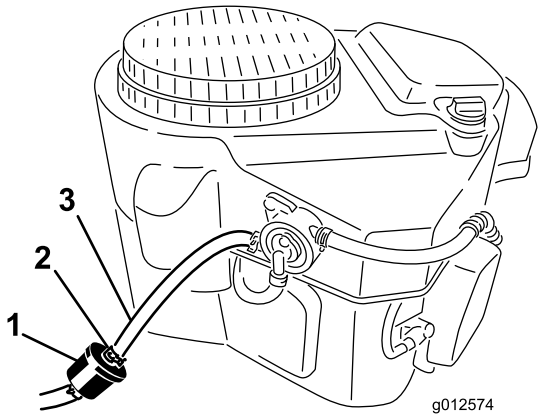

Figur 52
2. Rengør området omkring tankdækslet for at forhindre, at der kommer snavs i brændstoftanken (Figur 52).
4. Klem slangeklemmernes ender sammen, og skub dem væk fra filteret (Figur 52).